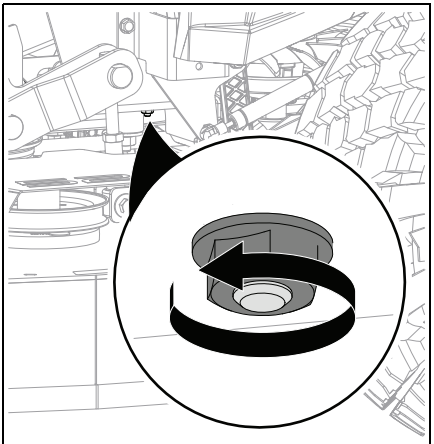

Figure 32
3. Loosen hex nut securing left battery retainer to frame. See Figure 32.
3. Tighten nut securing left battery retainer to frame. See Figure 32.